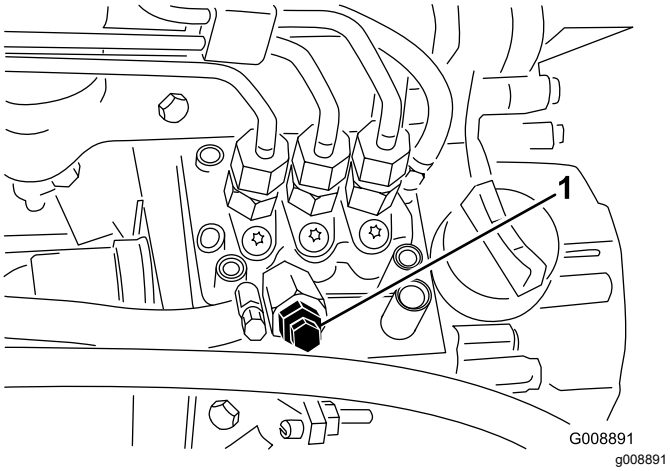

Figuur 34
4. Draai de ontluchtschroef op de brandstofinjectiepomp open (Figuur 34).